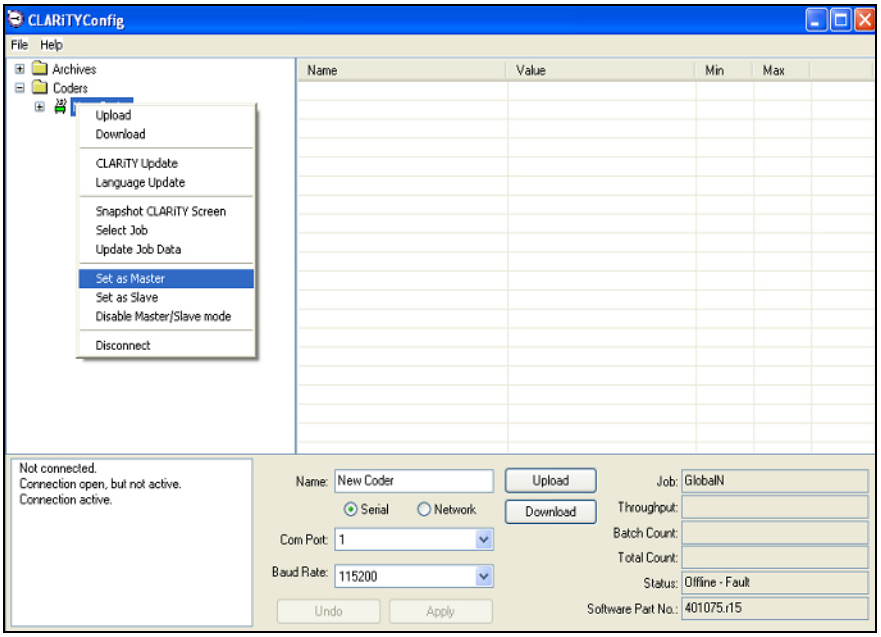

Figure 5-59: Select Set as Master
3. Select *Set as Master*, as shown in the drop-down list in Figure 5-59.